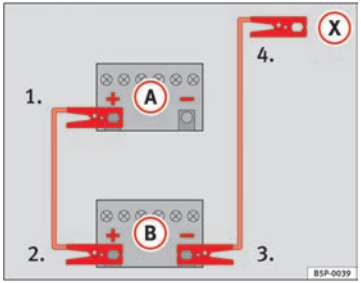
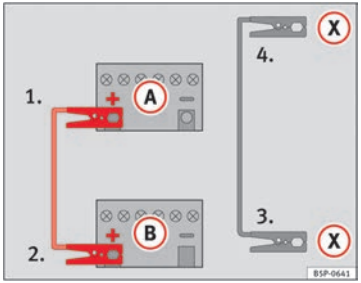

Fig. 244 Diagram of connections for vehicles without Start-Stop system
Fig. 245 Diagram of connections for vehicles with Start-Stop system
– Connect one end of the *red* jump lead to the positive (+) terminal of the vehicle with the flat battery (A) ⇒ Fig. 244.
– Connect the other end of the *red* jump lead to the positive terminal (+) in the vehicle providing assistance (B).
– Connect one end of the *black* jump lead to the negative terminal (–) of the vehicle providing assistance (B) ⇒ Fig. 244.
– Connect the other end of the *black* jump lead (X) to a solid metal component bolted to the engine block or to the engine block itself of the vehicle with the flat battery. However, connect it to a point as far as possible from the battery (A).
– Connect one end of the *red* jump lead to the positive (+) terminal of the vehicle with the flat battery (A) ⇒ Fig. 245.
– Connect one end of the *black* jump lead (X) to a suitable ground terminal, a solid piece of metal in the engine block, or to the engine block ⇒ Fig. 245.